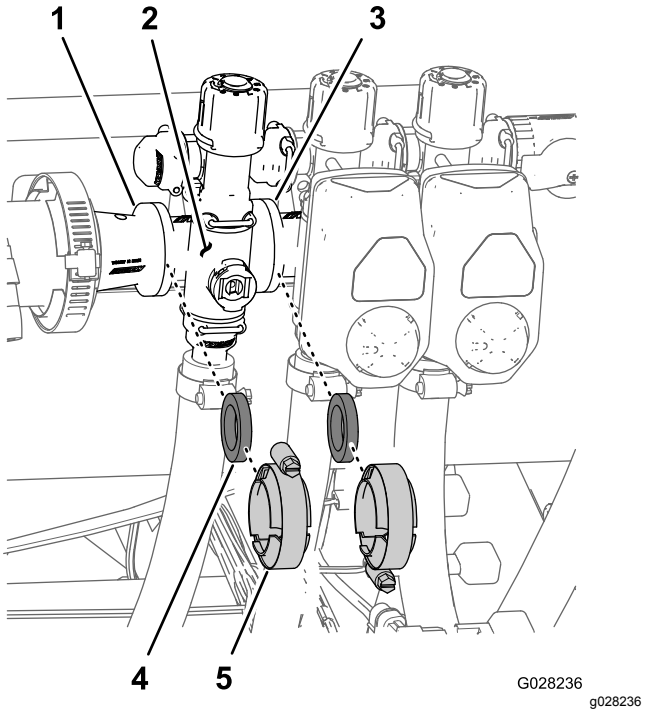

Figuur 116
1. Verwijder de klemmen en pakkingen waarmee de verdeler voor de spuitboomklep (Figuur 116) bevestigd is aan de aangrenzende spuitboomklep (indien linker spuitboomklep en verloopkoppeling).